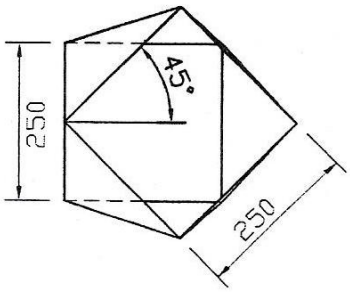

FIG. 4
4. Shown in Fig. 4 are two views of a twisted square to square transformer. Draw the views given and from them develop the full pattern placing the seam on the shortest side. Scale: 1:5.